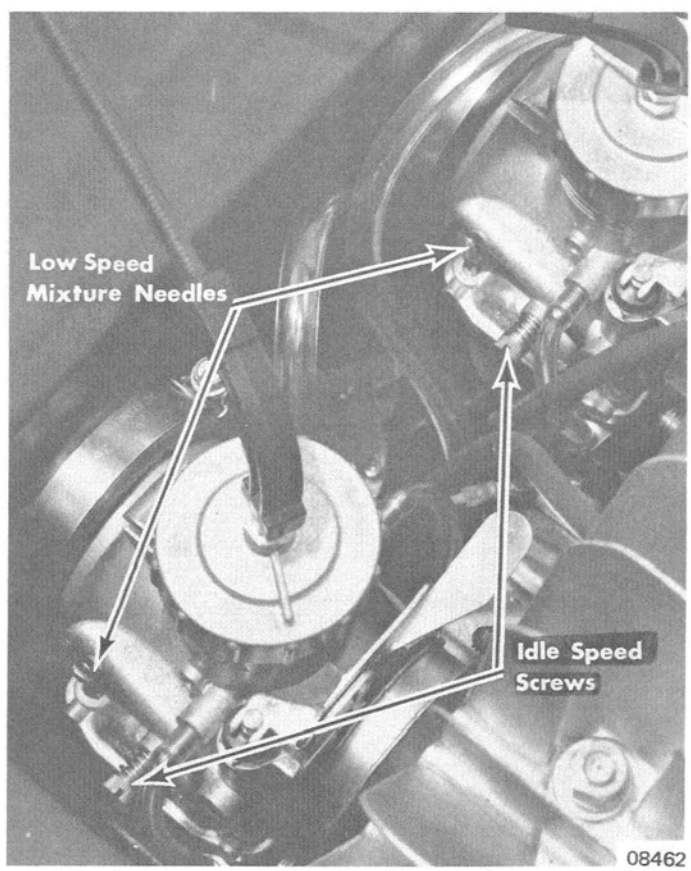

Figure 2. Sno-Twister Carburetors
1. Remove carburetor air intake silencer from carburetors and turn idle speed screws (Figure 2) on carburetors outward (counterclockwise) until they no longer contact throttle valves.
2. Initial low speed mixture adjustment for an out-of-adjustment carburetor (or a carburetor that has not been run on engine) is 1½ turns open on low speed mixture needle. (Figure 2)
a. Turn idle speed screws (Figure 2) outward (counterclockwise) until they no longer contact throttle valves.
2. Adjust idle speed screws (Figure 2) to attain recommended idle RPM (refer to "Specifications" Section 8). Turn idle speed screws inward (clockwise) to increase RPM or outward (counterclockwise) to decrease RPM.